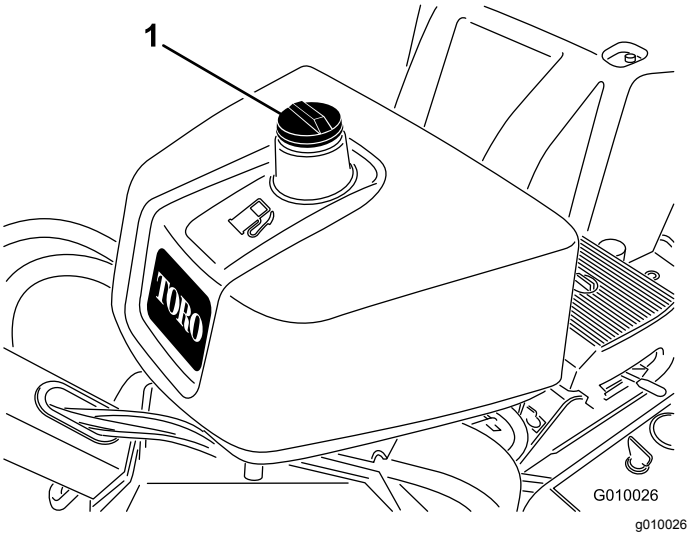

Figur 17
2. Rengjør rundt og ta av lokket på drivstofftanken (Figur 17).